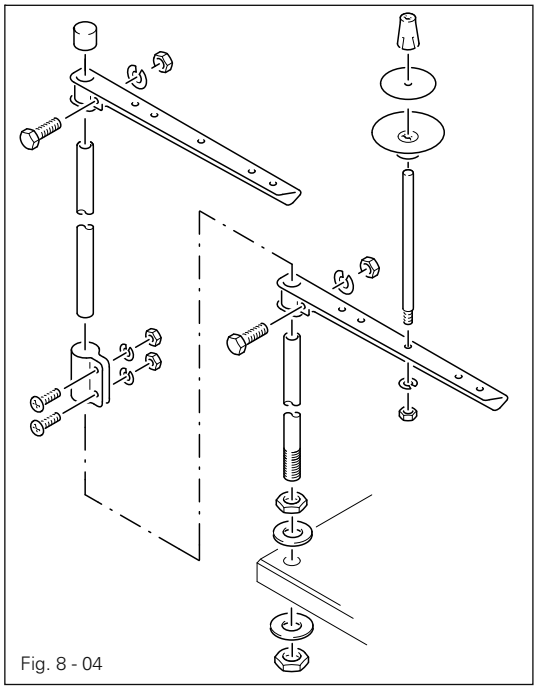

Fig. 8 - 04
- Fit the reel stand as shown in Fig. 8 - 04.